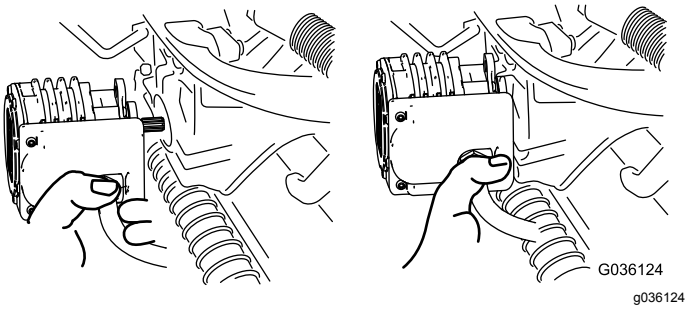

Rysunek 53
4. Umieść silnik w magazynku znajdującym się z przodu ramienia podwieszonego (Rysunek 53).